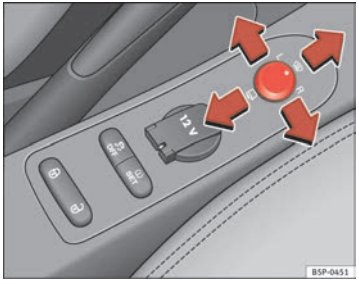

Fig. 87 Controls of exterior mirrors
1. Turn knob ⇒ fig. 87 to position **L** (**left exterior mirror**). ▶
– Turn the knob forwards to the central position ⇒ page 126, fig. 87 ① so that the heated rear view mirrors warm up and the heated windscreen* in the wiper blade rest area is activated ⇒ page 122.
– Turn the control ⇒ page 126, fig. 87 to position to fold in the exterior mirrors. You should always fold in the exterior mirrors if you are driving through an automatic car wash. This will help prevent damage.